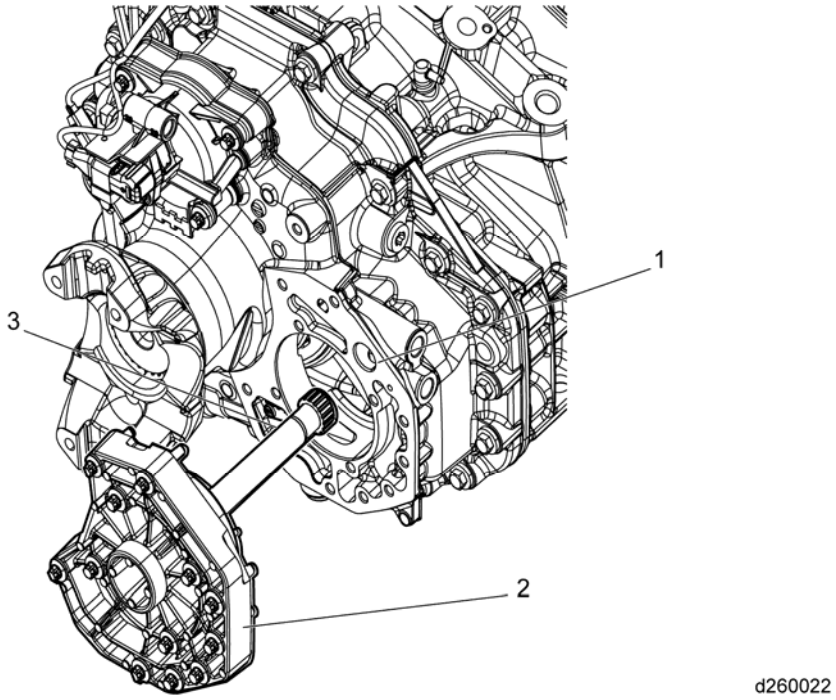

Figure 5 – Oil Pump Relief Valve And Drive Shaft
11. Remove the oil pump relief valve (1), oil pump drive shaft (3), and pump rotors. See Figure 5.